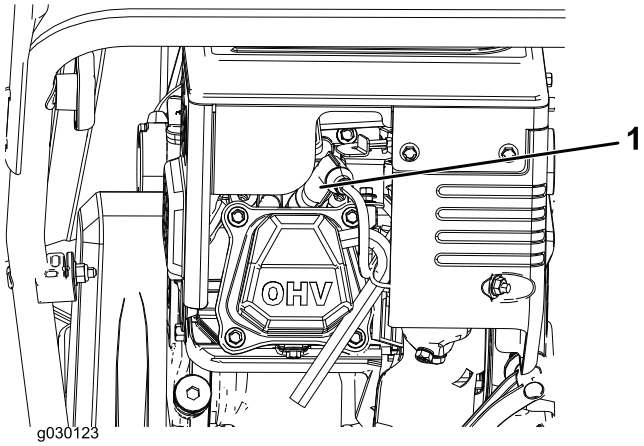

Rysunek 23
1. Zdejmij osłonę (Rysunek 23).